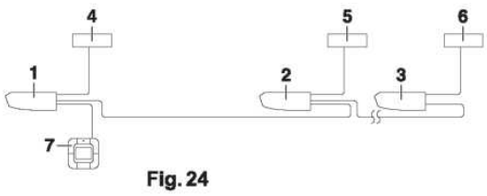

Fig. 24
- Quando utilizado como uma unidade grupo, é possível realizar o controle simultâneo de partida/parada (grupo) de até 16 unidades utilizando o mesmo controle remoto. (Consulte a **Fig. 24.)**
(1) Remova a tampa da caixa de controle. (Consulte "**10.Exemplo de fiação e como configurar o controle remoto")**
(2) Certifique-se de conectar a fiação cruzada entre os terminais (P1, P2) dentro da caixa de controle para o controle remoto. (Não há polaridade.) (Consulte a **Fig. 24.)**